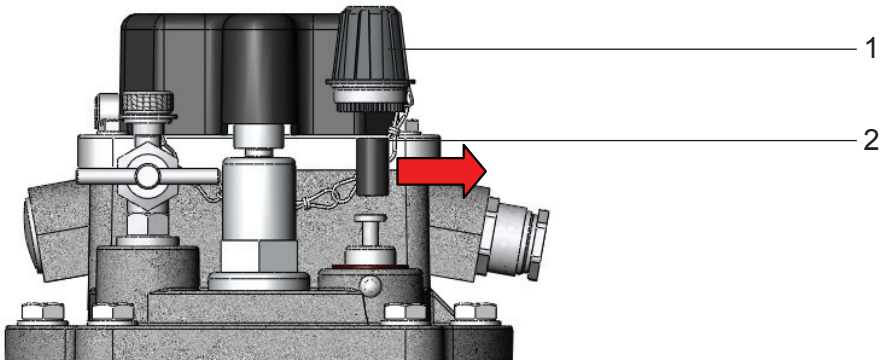

Bild 3 - Transportsicherung entfernen
- Große Hutmutter (Bild 3/1) abschrauben
- Transportsicherung (Bild 3/2) aus großer Hutmutter herausnehmen